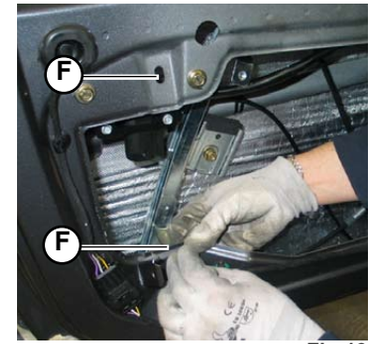

Fig.13
4. Unscrew the 4 screws (**F-Fig.13/14**) securing the frame of the power window assembly.